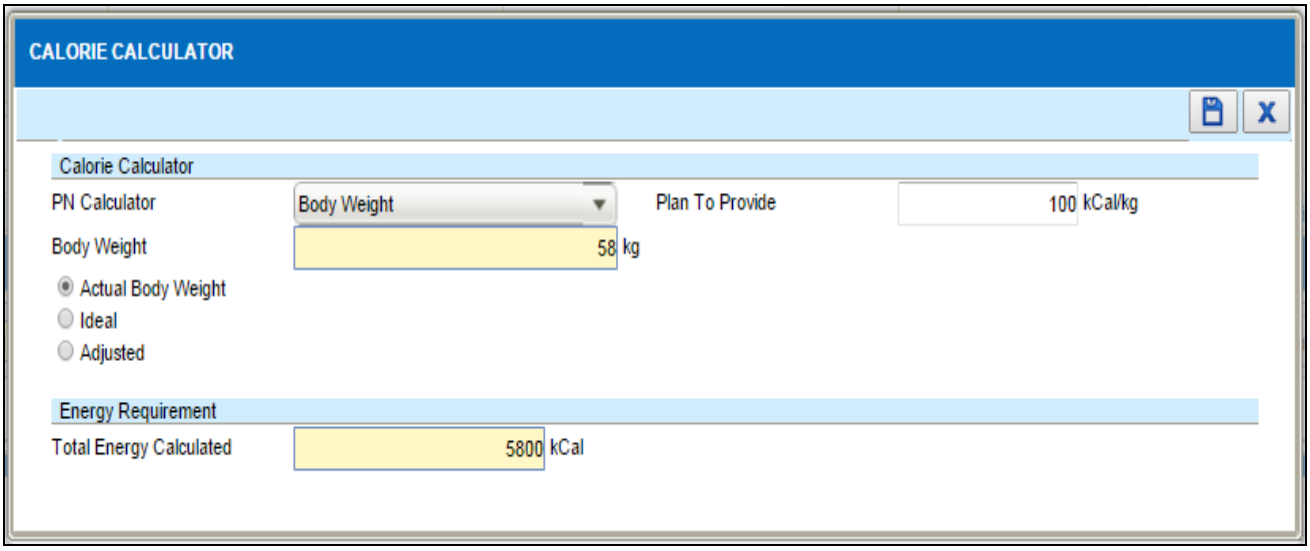

Figure 4.2-4 Calorie Calculator
- *'Total Energy Calculated' will be automatically calculated and displayed as per Figure 4.2-4.*